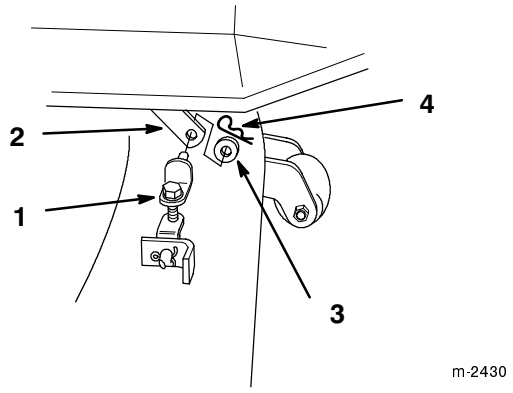

Figure 12
4. Retirer la petite goupille épingle et la rondelle de la liaison réglable, et détacher cette dernière du bras de relevage avant (Fig. 12).